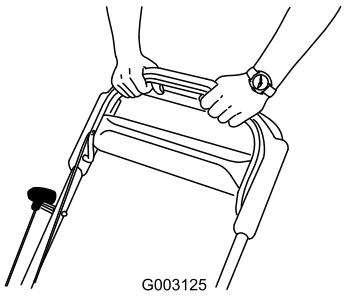

Figure 17
3. Maintenez la barre de commande de la lame contre le guidon (Figure 17).